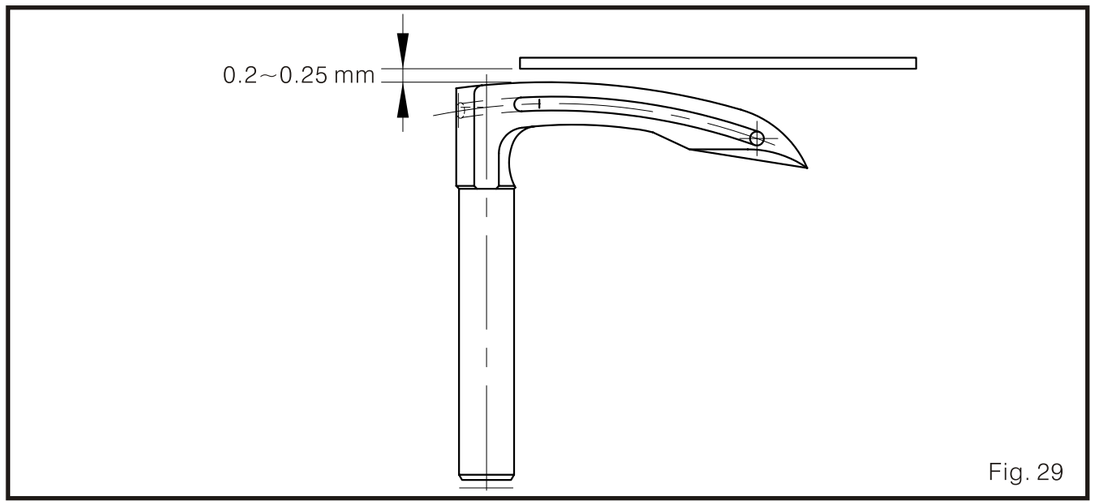

Fig. 29
(3) El espacio es de 0.2-0.5 mm desde el cuchillo movible inferior hasta la parte superior del bucleador (Fig. 29)